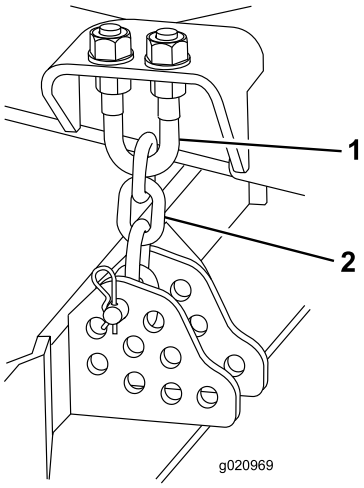

Figuur 77
1. Draai de contramoeren op de bovenkant of de onderkant van de U-bout van de maaihoogteketting los (Figuur 77).